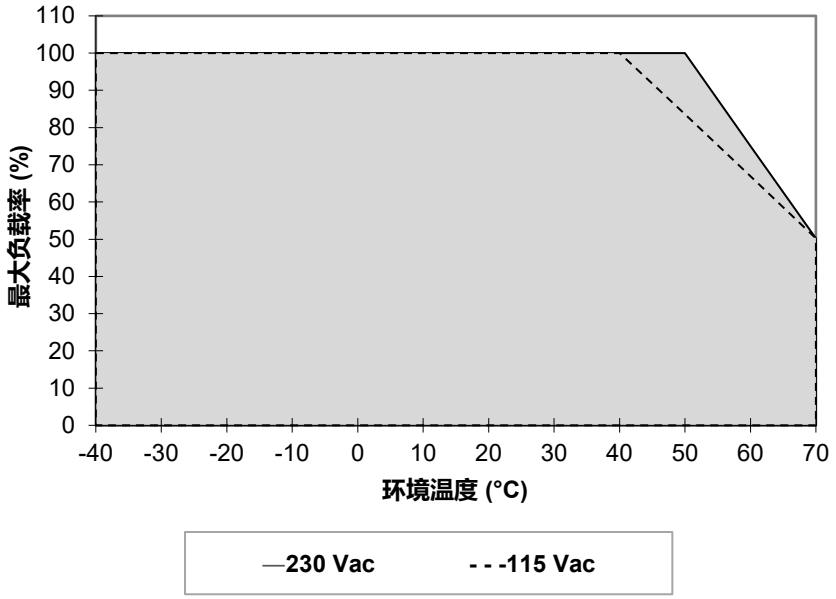

图. 1　垂直安装降额
1. 电源如果持续在降额曲线以外区间使用，可能导致零部件降级或损坏，具体参照图 1 所示图表。